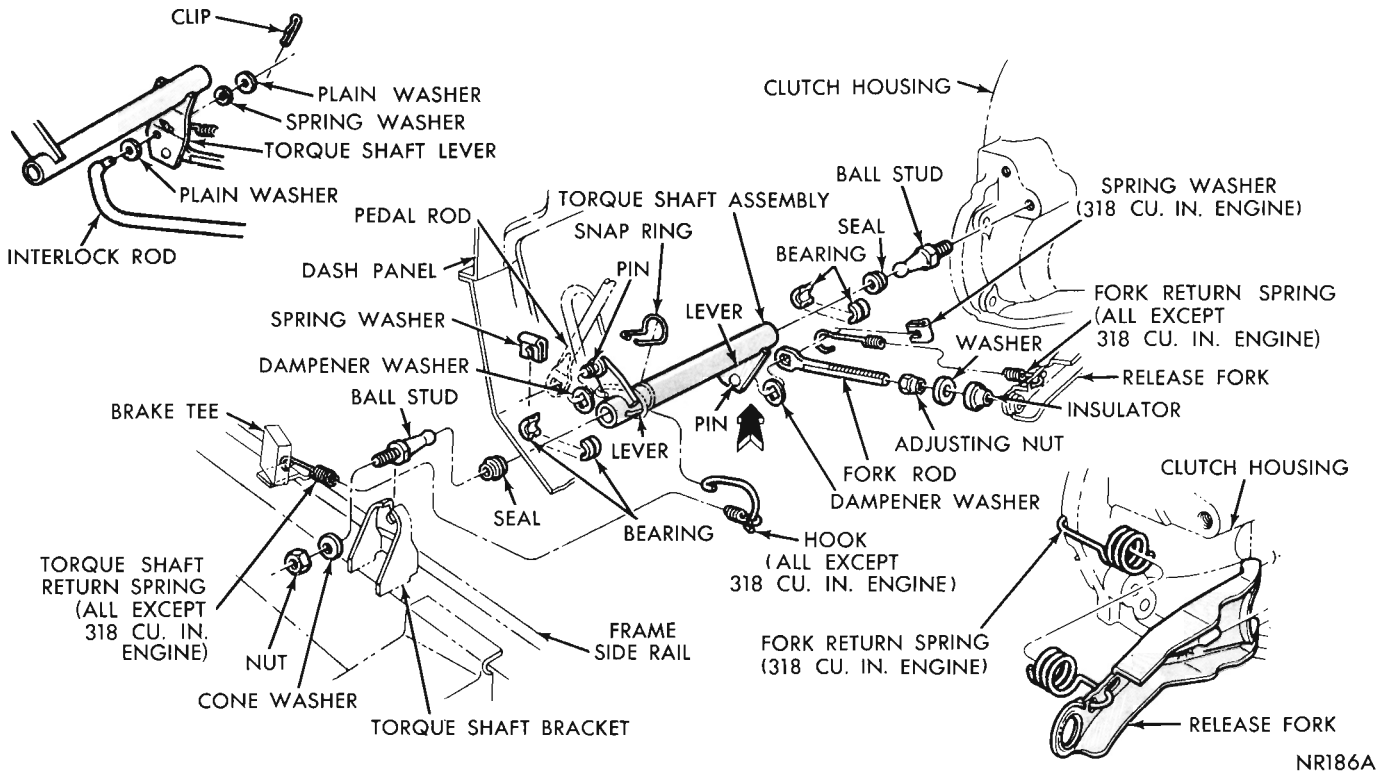

Fig. 11—Torque Shaft and Linkage (Fury)
(5) On **Fury models, except 318 cu. in. engines,** detach outer torque shaft return spring from hook attached to torque shaft lever and brake tee (Fig. 11). Remove hook.
(6) Remove spring washer securing fork rod assembly to torque shaft lever pin and remove rod from pin.
(7) Remove nut and cone washer from frame end of torque shaft ball stud.